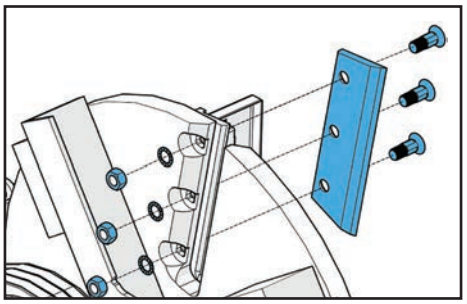

FIGURE 2
4. Réinstaller les lames avec des boulons, rondelles et écrous neufs (FIGURE 2).